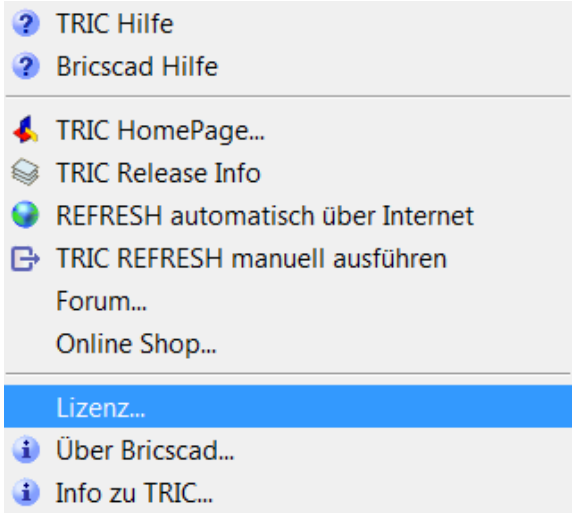

Bild 1.5 – Aufruf *Hilfe* > *Lizenz*
- Im klicken Sie auf **Hilfe** und wählen dort die Option *Lizenz…* (Abb. 1.5).